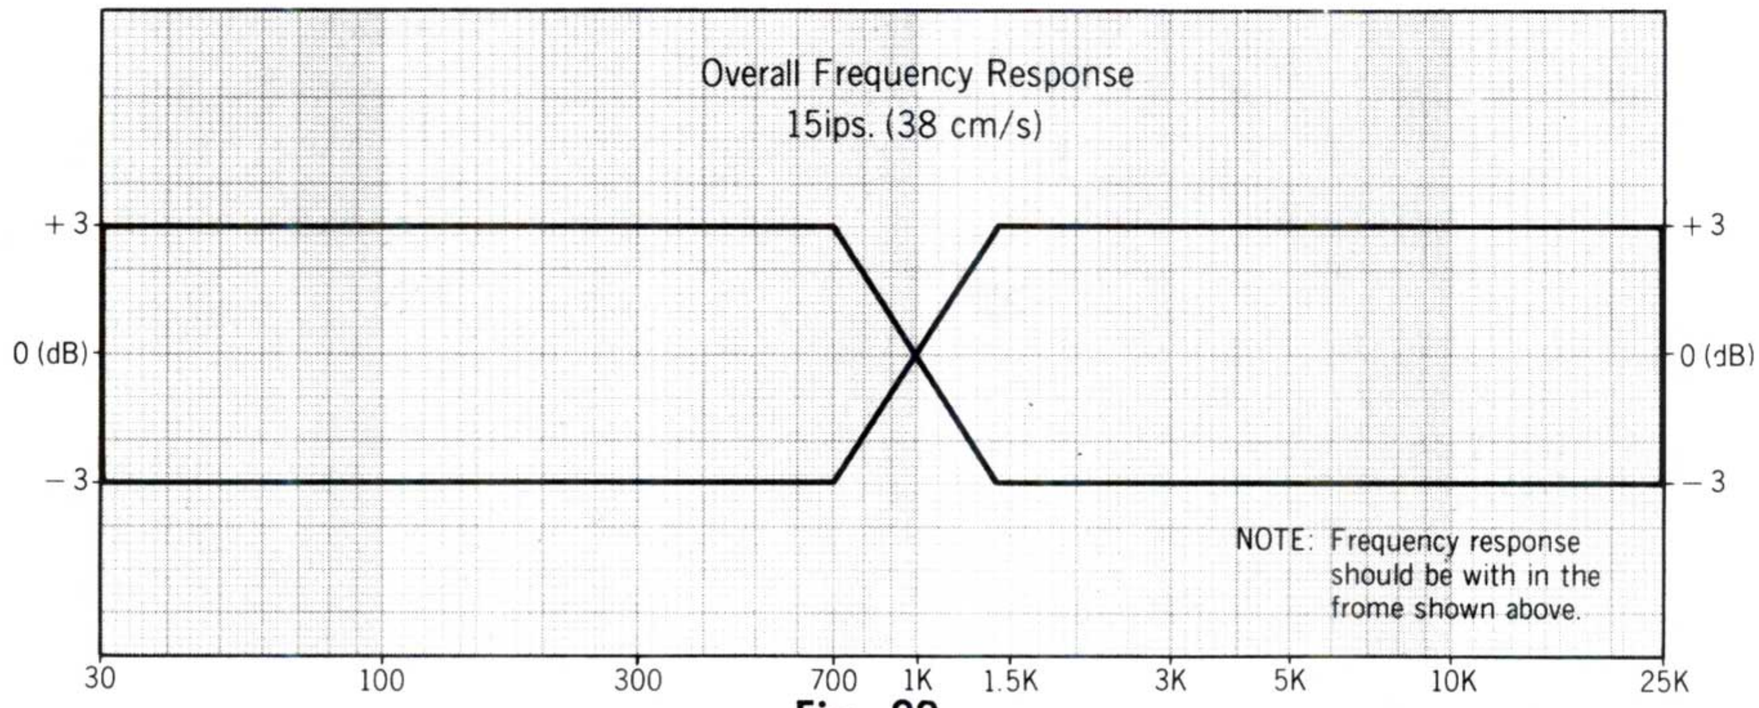

Fig. 22
3. Playback the same tape and make sure that the reading of the VTVM satisfy the standard value, shown in fig. 22 and 23.
7. Adjust VR25 (CH1) and VR27 (CH1) so that the value at 25 kHz (15 ips.) is within the torelance shown in fig. 22.